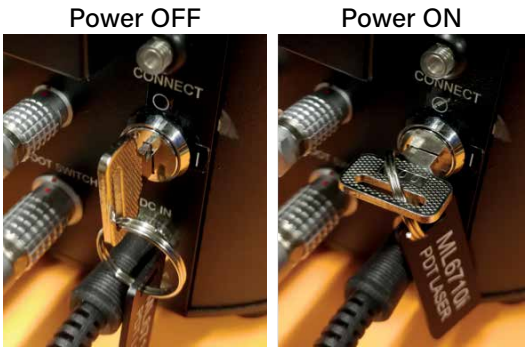

Figure 13. *Connecting the power key to the ML6710i rear panel.*
The power key is symmetrical and can be inserted either way into the power switch. Figure 13 shows how the key is used for switching device power on (|) and off (O).